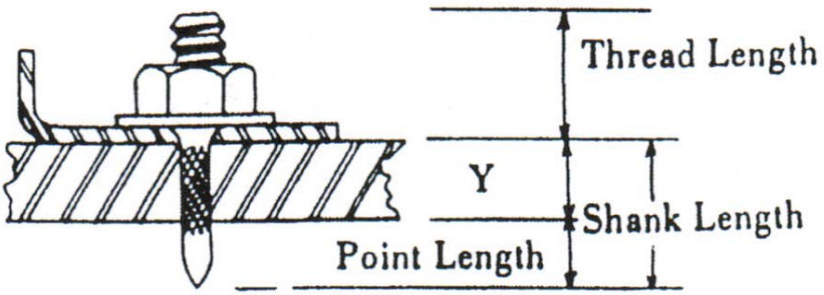

Figura 26
Pernos roscados - La longitud apropiada del fuste para los pernos roscados depende del grosor del acero (Y), más la longitud de la punta del perno roscado. Según el grosor del material a ser sujetado, hay disponibles distintas longitudes de rosca. Por lo general, si el objeto a ser fijado es un panel de metal, se debe seleccionar una longitud corta de rosca. Si el objeto a ser sujetado es grueso, se debe seleccionar una longitud de rosca igualmente larga de modo que se puedan aplicar la tuerca y la arandela. (**Figura 26**).